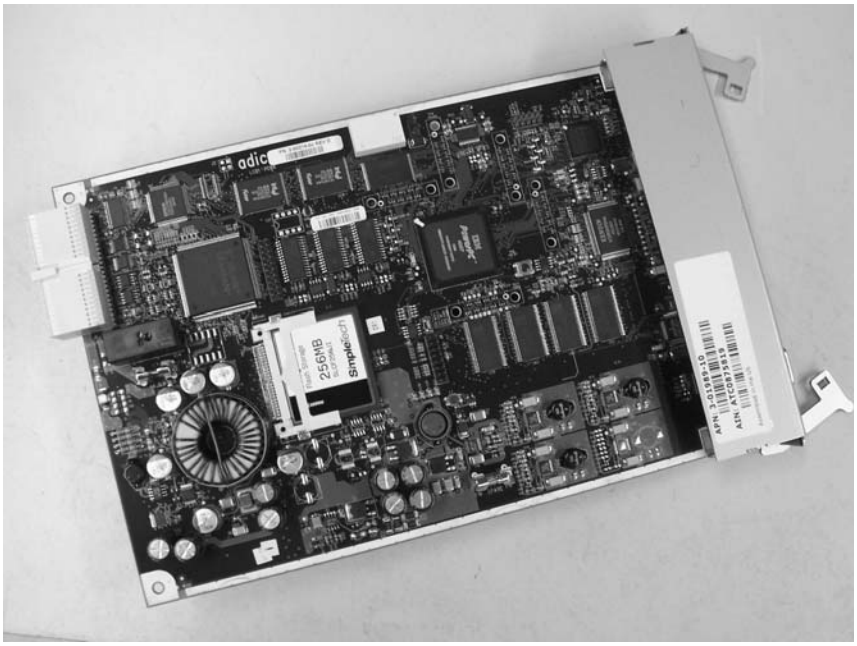

Figure 7-50. Library Control Blade (LCB)
5. Once the LCB has been removed from the control module, carefully lay it (Figure 7-50 on page 7-47) on a clean, flat surface.
Important: When handling the LCB, you must wear an ESD anti-static wrist strap, or touch the library frame to discharge any static electricity in your body. Do not handle the LCB without taking appropriate ESD precautions. DO NOT touch any components on the LCB firmware board (see Figure 7-50 on page 7-47). Hold it by the metal cover and support it by the metal ground plane only.